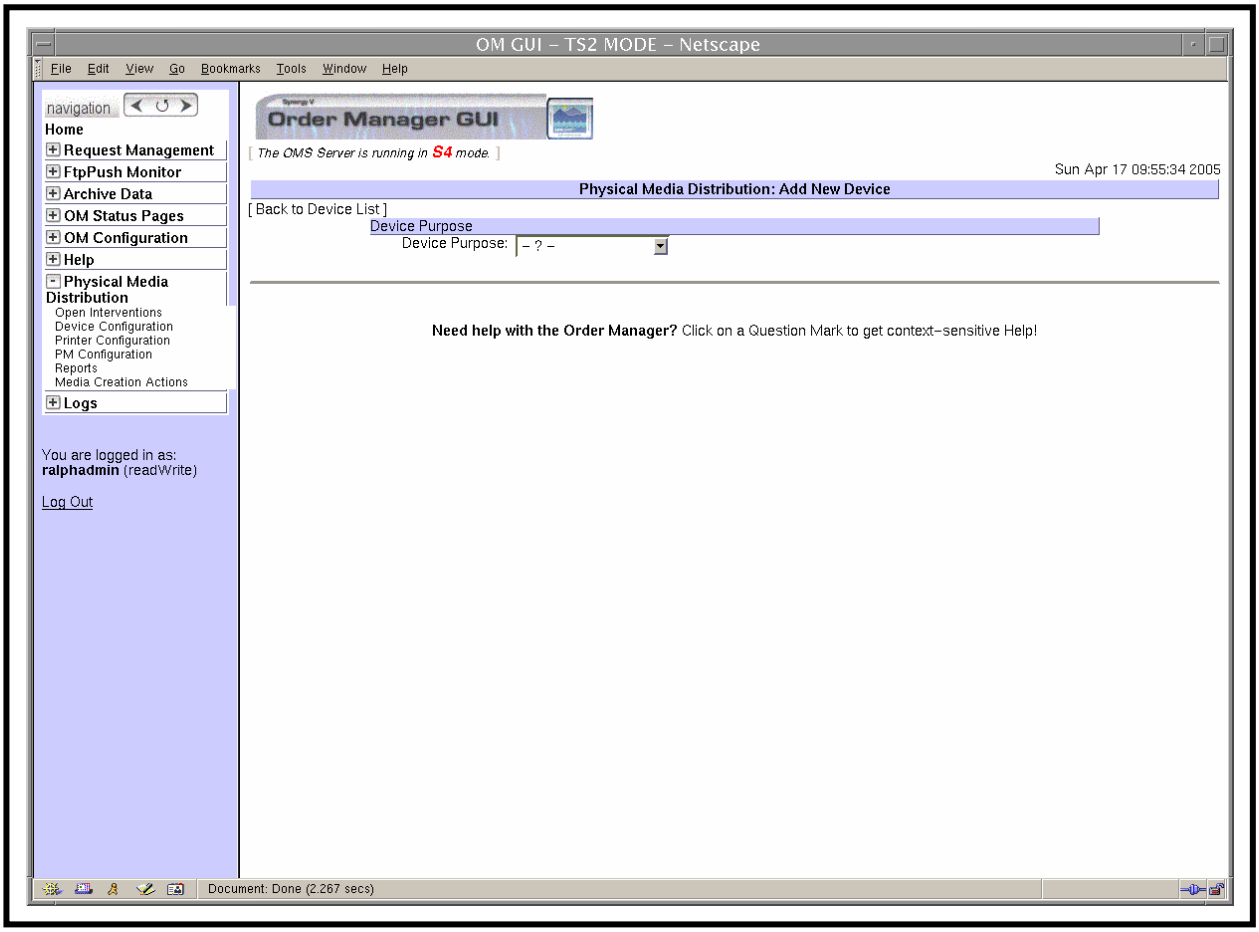

Figure 74. Add New Device Page
- An **Add New Device** page (Figure 74) is displayed.